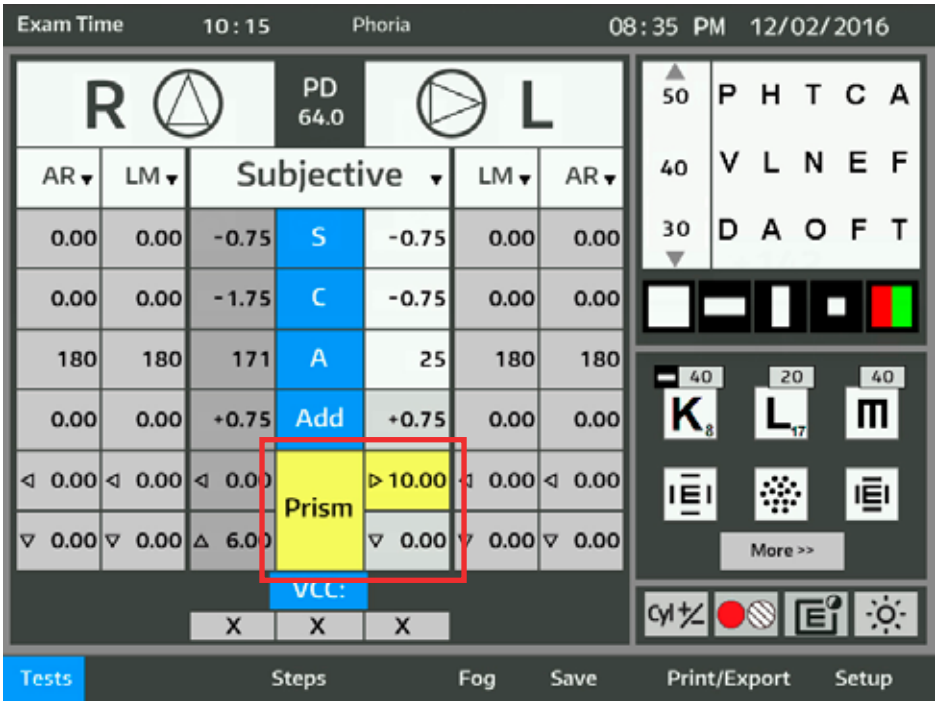

Figure IU-22 Écran du test Phorie verticale
1. Appuyer sur **TESTS** et sur **PHORIE. Se reporter à la Figure IU-22.**